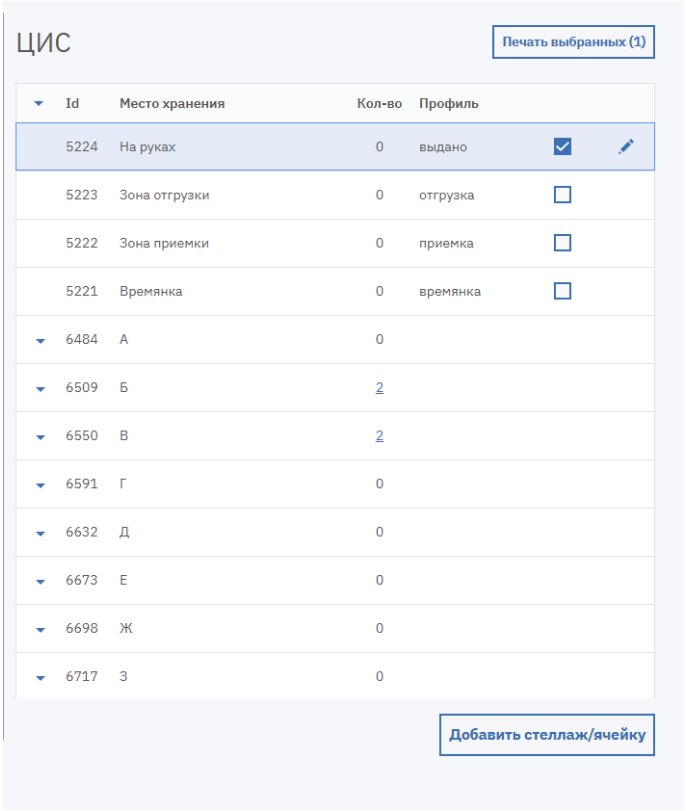

Рисунок 12. Выбор мест хранения для печати этикеток
2. В таблице мест хранения установите флажки в строках нужных мест хранения (см. Рисунок 12). Кнопка «Печать выбранных» в правом верхнем углу станет активной, в скобках отображается количество выбранных мест.